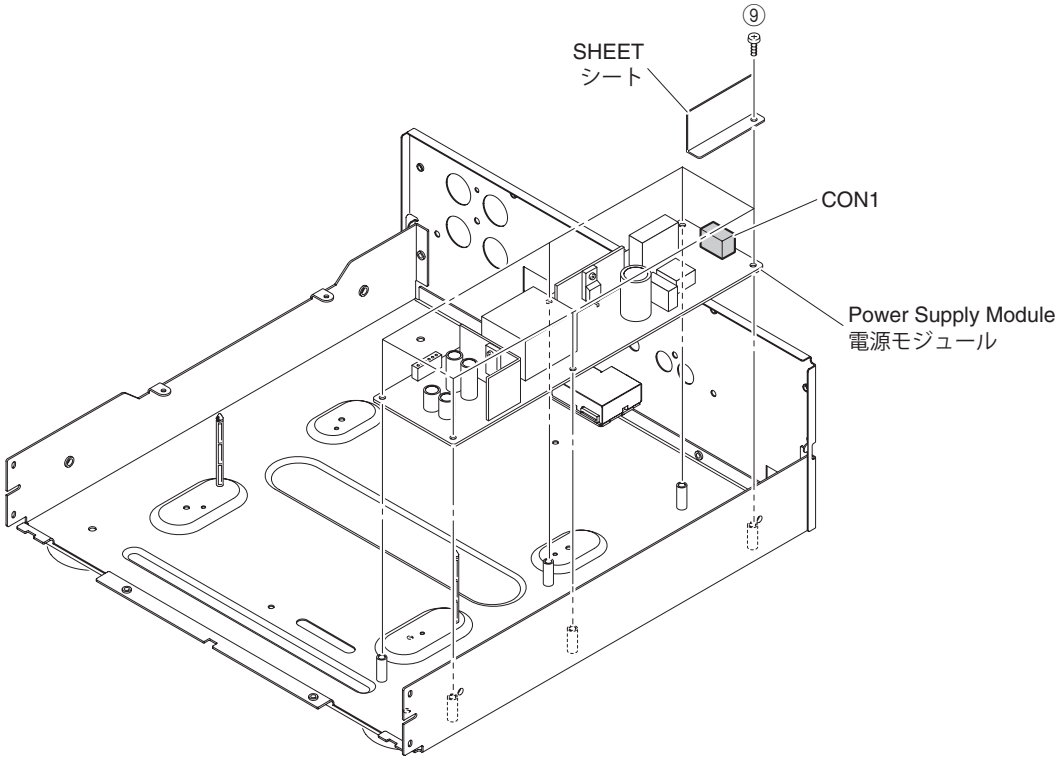

Fig. 7
5. Removal of Power Supply Module (Fig. 7)
a. Remove 6 screws ⑨ , and then remove the sheet.
5. 電源モジュールの外し方（Fig. 7）
a. ⑨のネジ 6 本を外し、シートを外します。